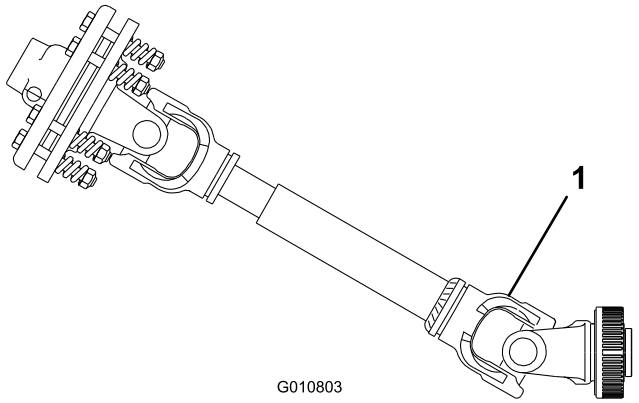

**Figur 24**
**Viktigt: När kraftuttaget ansluts är det viktigt att se till att luftaren inte höjs upp mer än nödvändigt. Om maskinen höjs upp för mycket kan kraftuttagets axelleder gå av (Figur 24). Kraftuttaget får inte fortsätta att vridas när luftaren är upphöjd. Kraftuttaget kan användas med en vinkel på upp till 25°. Dess vinkel får aldrig överstiga 35° när luftaren är maximalt upphöjd.**